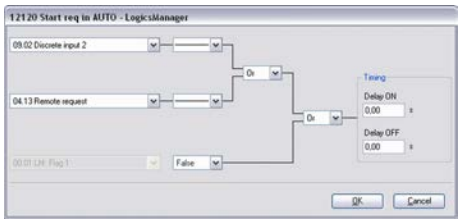

Fig. 162: LogicsManager function "Start req in AUTO"
2. Configure the LogicsManager function "Start req in AUTO" as shown in (Fig. 162) to start the generator in Automatic operating mode if discrete input [DI 02] ("09.02 Discrete input 2") is energized or a remote start request ("04.13 Remote request" = start via interface) is issued.